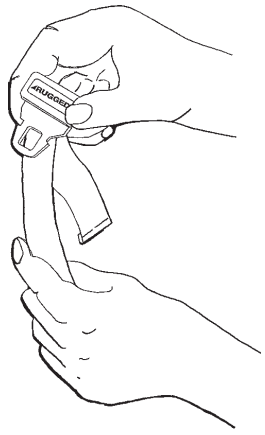

Afbeelding 47
- **Om de veiligheidsriem te verlengen:** grijp de gesptong vast, draai deze in een hoek ten opzichte van de riem en trek dan de gesptong omhoog (Afbeelding 47). Een omzoomd lipje aan het uiteinde van de riem voorkomt dat de tong van de riem komt.